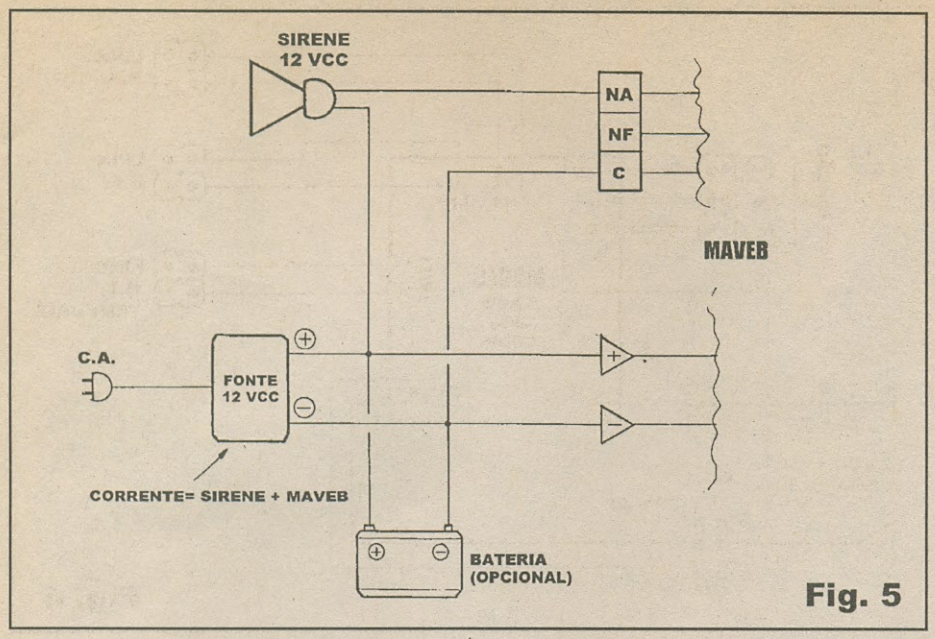

Fig. 5
- FIG. 5 - DIAGRAMA BÁSICO DE ALIMENTAÇÃO E SAÍDA PARA O *MAVEB*... - O esquema mostra, com clareza, as ligações da alimentação e da saída *normais* para o sistema... Se a carga final for uma sirene, certamente deverão ser utilizados os contatos **NA** e **C** de modo a garantir que em *stand by* o dispositivo sonoro permaneça *mudo*, apenas emitindo o seu *berro* intermitente durante o período efetivo de disparo do **MAVEB**... Notar, também, como devem ser incorporadas uma fonte convencional de 12 VCC e uma eventual bateria de *back-up*, aos contatos de entrada de alimentação do sistema, incluindo a energização do dispositivo sonoro de potência... *Não esquecer* que a corrente total disponibilizada pelo conjunto fonte/bateria deverá igualar ou ultrapassar a *soma* dos 250 mA pedidos pelo circuito do **MAVEB** *mais* o que o dispositivo sonoro exigir... Assim, se uma eventual sirene precisar de 3 ampéres, o total a ser